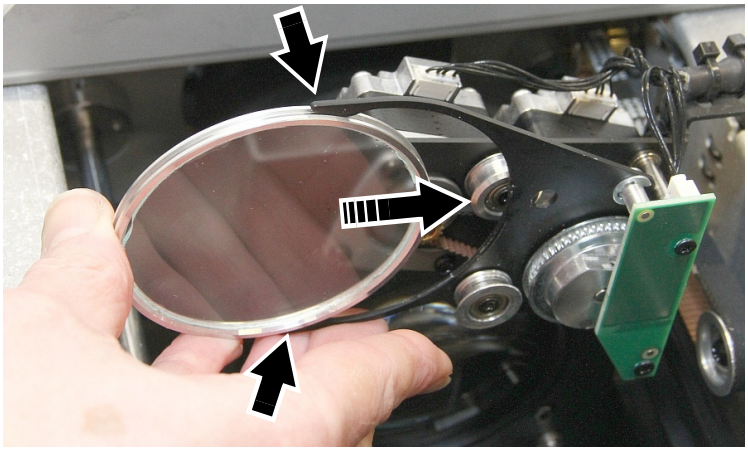

Bild 25: Montage des Frostfilters
7. Der Frostfilter ist in eine Metallfassung geklebt. Stellen Sie fest, von welcher Seite der Frostfilter in die Metallfassung geklebt ist. Drehen Sie den Frostfilter so, *dass diese Seite zur LED-Lichtquelle hin weist.* Siehe Bild 25. Schieben Sie den Frostfilter in die Haltefeder (Pfeile) und prüfen Sie den festen Sitz.